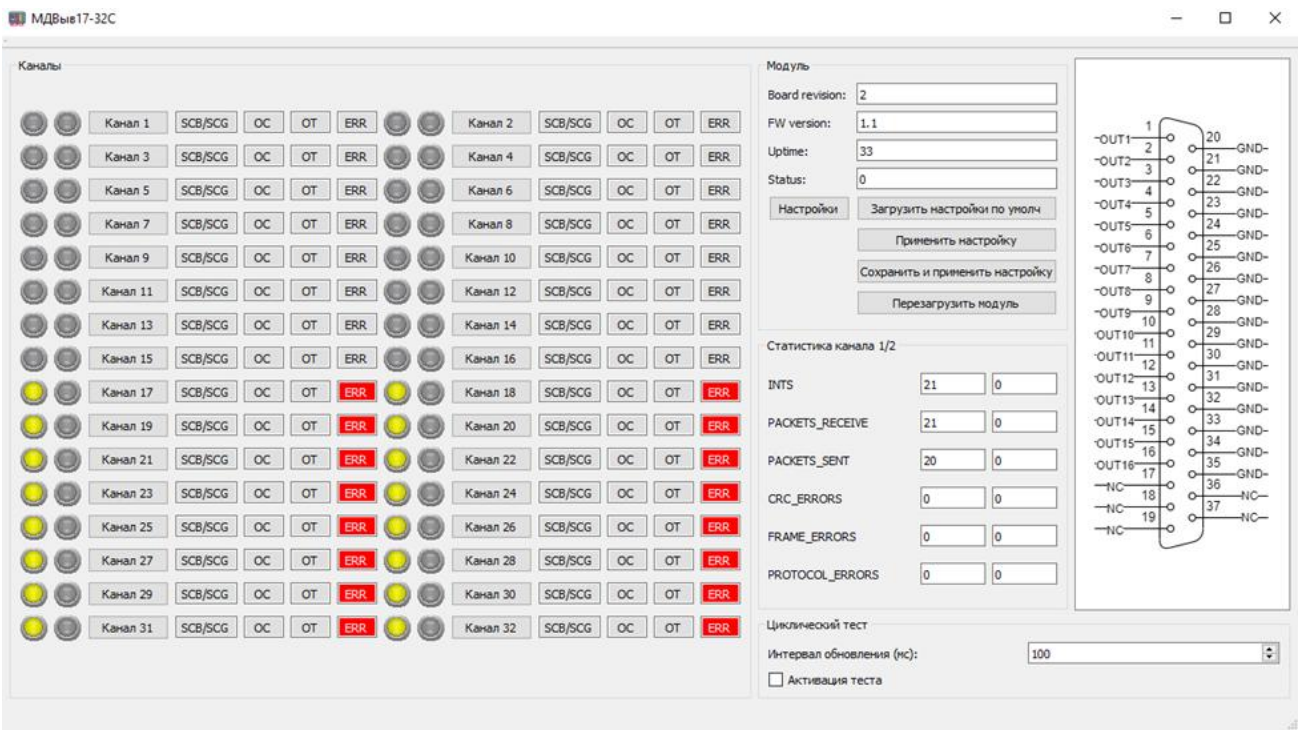

Рисунок 2.16 – Главное окно МДВыв17-32С
2.4.2 После включения питания и запуска теста необходимо запустить плагин МДВыв17-32С. Откроется главное окно (см. рисунок 2.16) с панелями, которые отображают: статусную информацию модуля, статистику соединения по каналам обмена, текущими настройками каналов и т.д. При успешном соединении счётчики пакетов в разделе статистики будут меняться.
2.4.3 Панель «Модуль» имеет интерактивные элементы (кнопки): «Настройки», «Загрузить настройки по умолч», «Применить настройку», «Перезагрузить модуль» (см. рисунок 2.16).
2.4.4 При нажатии кнопки «Загрузить настройки по умолч» панели «Модуль» (см. рисунок 2.16) модулю будет выполнена команда на сохранение в памяти (но не применение) всех настроек ключей, перечисленных в п. 2.4.3 на их значение по умолчанию (самая первая опция в выпадающем списке окон настроек).
2.4.5 При нажатии кнопки «Применить настройку» панели «Модуль» (см. рисунок 2.16) применяются настройки, сохранённые в памяти модуля.
2.4.6 При нажатии кнопки «Сохранить и применить настройки» панели «Модуль» (см. рисунок 2.16) применяются настройки, сохранённые в памяти модуля, а также происходит сохранение настроек ключей в энергонезависимой памяти модуля, EEPROM.